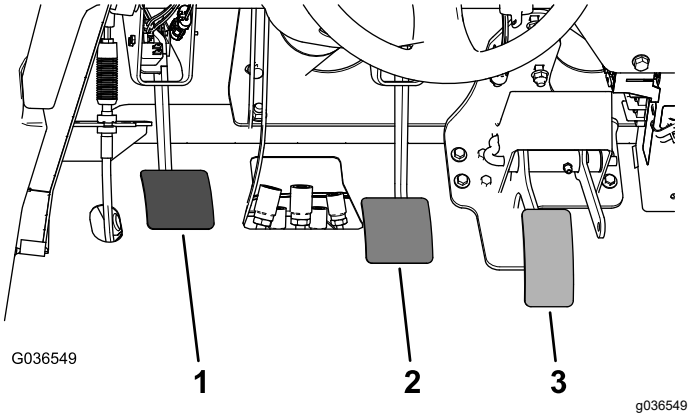

Figuur 59
2. Til het rempedaal omhoog (Figuur 59) totdat dit contact maakt met het frame.
3. Draai de contramoeren los waarmee de gaffel is bevestigd aan de as van de hoofdremcilinder (Figuur 59).